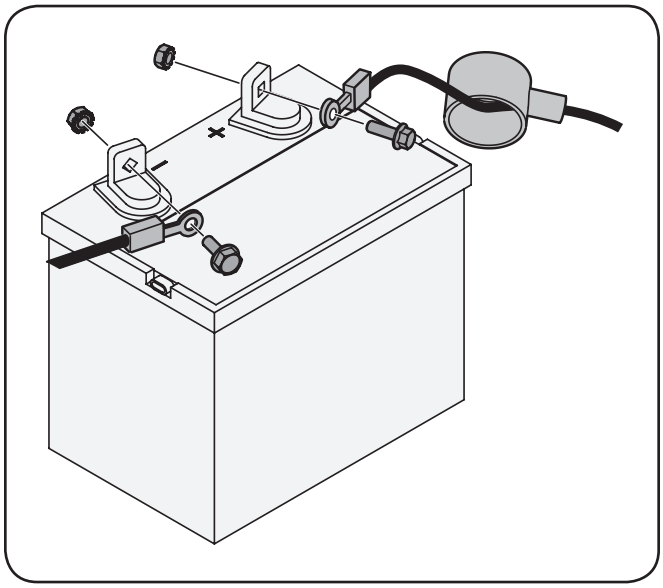

Figure 3-9
1. Remove the plastic cover, if present, from the positive battery terminal and attach the red cable to the positive battery terminal (+) with the bolt and hex nut. See Fig. 3-9.
2. Remove the plastic cover, if present, from the negative battery terminal and attach the black cable to the negative battery terminal (–) with the bolt and hex nut. See Fig. 3-9.